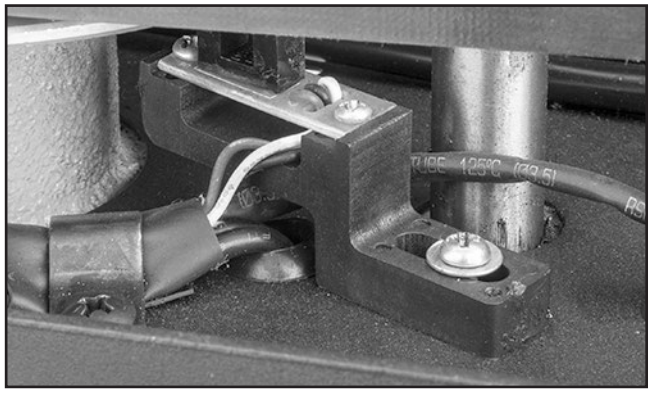

**Figure 49.** Worklight and laser cords fed into headstock.
**3.** Open belt cover and identify which cord is connected to laser by lightly tugging cords fed into headstock (see **Figure 49**).